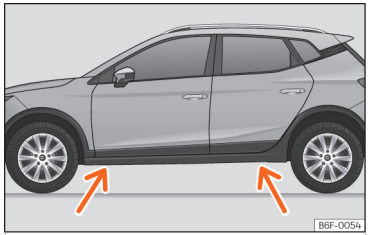

Abb. 197 Aufnahmepunkte für den Wagenheber.
- Suchen Sie am Längsträger die Markierung des Wagenheberaufnahmepunktes (Eindrückung), die dem zu wechselnden Rad am nächsten liegt ››› (Abb. 197).